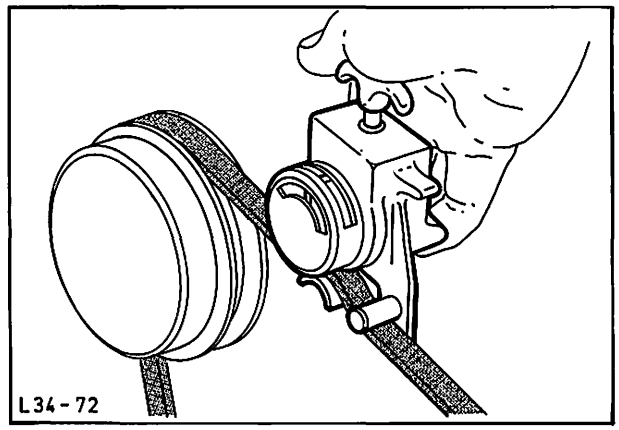

Abb. 16 Keilriemenspannung überprüfen
4. Keilriemen spannen. Vorgeschriebene Spannung, siehe Technische Daten, mit Meßgerät, Abb. 16, überprüfen.